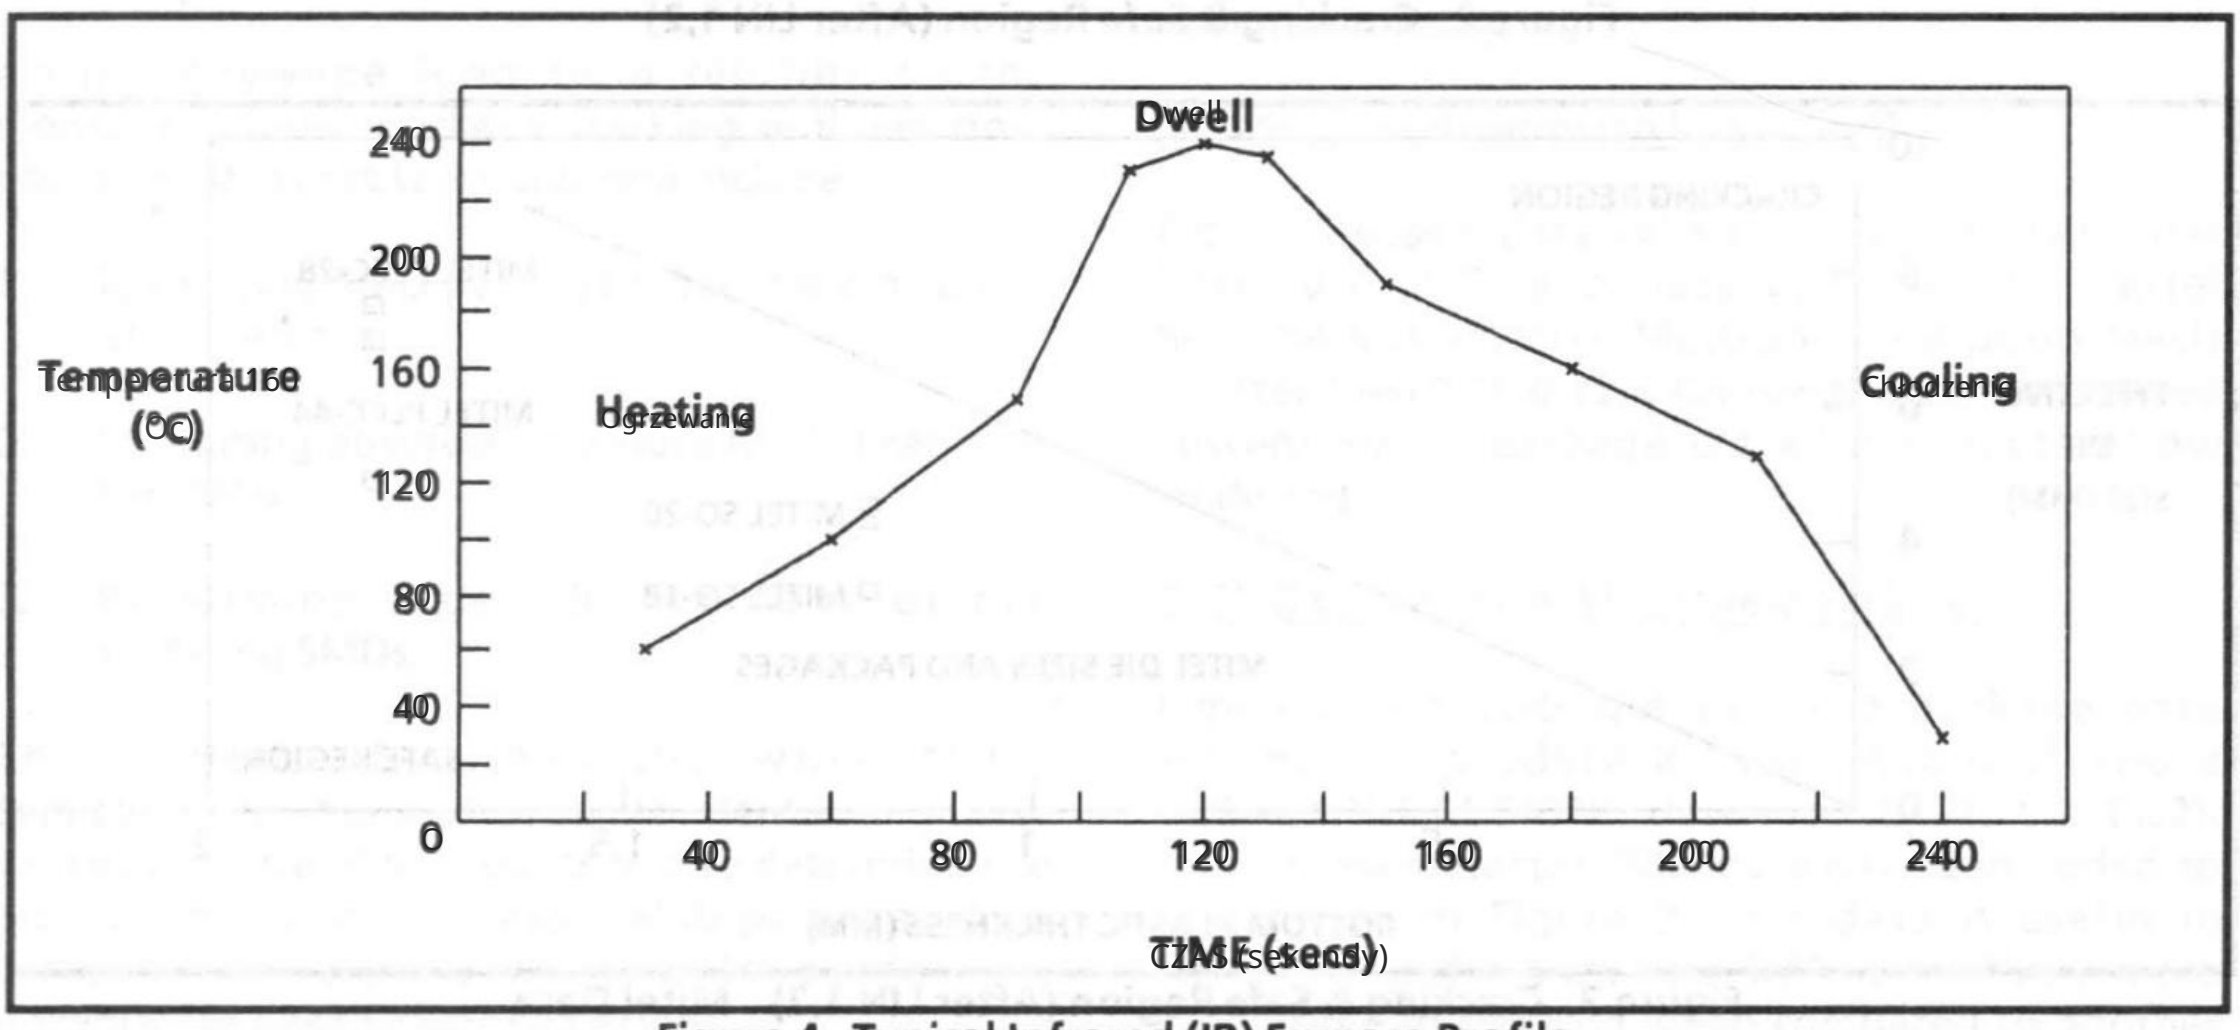

Figure 4. Typical Infrared (IR) Furnace Profile
A typical Infra Red (IR) solder reflow profile is shown in Figure 4 and is used by Mitel Semiconductor to qualify SMD components (by exposing the SMD's to four infrared solder reflow profiles before temperature, humidity and bias testing). The peak temperature is 240°C for a dwell time of 30 seconds.
Mitel Semiconductor SMD packages can be dehydration baked at the conditions described in this bulletin and the packages can withstand four solder reflow profile conditions detailed in Figure 4.